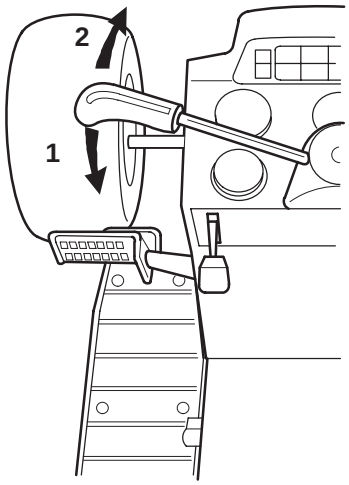

Figure 21
The attachment power lift (Fig. 21) (some models) is used to raise and lower attachments.
2. Pull the lift lever in the "UP" direction to raise the attachment lift (Fig. 21). This will lift and hold the attachment in the up, or raised position.
2. Push the lift lever in the "DOWN" direction to lower the attachment lift (Fig. 21). This will lower the attachment lift.